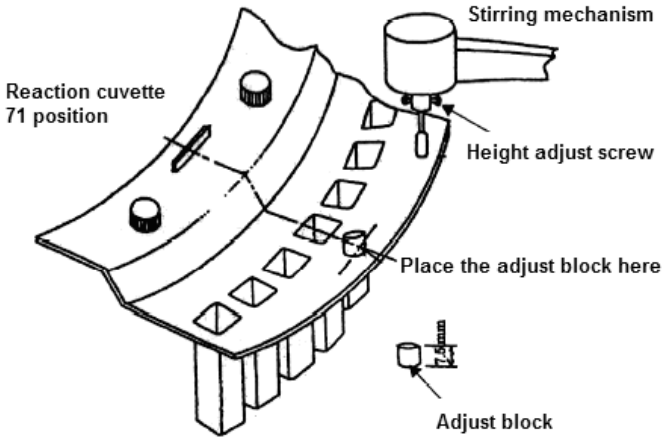

Figure 10-4-29
e)Place the adjusting block of the mixer on the rack of the reaction cuvettes, and then move the mixer above the adjusting block as Figure 10-4-29 shows.